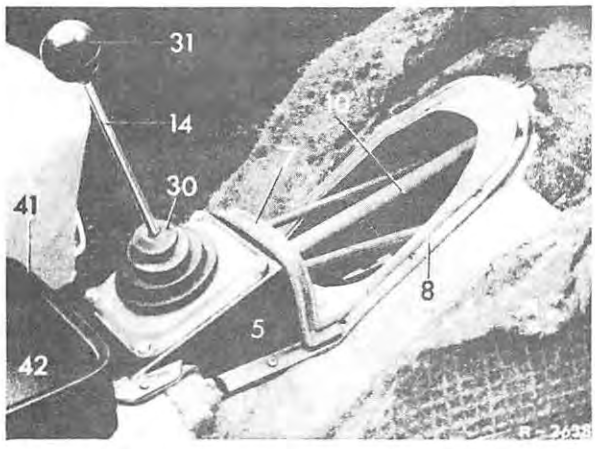

Figure 3
9. Mark cut-out in the tunnel according to the cut-out pattern and cut same out (figure 3).
11. Apply grease, Part No. 000 989 49 51, or vaseline (no oil) to both ball races (22), inside and outside. Then fit a ball race into the shift lever support (21). Insert shift lever (14) into shift lever support, push on second ball race (22) place lock washer on same (23) and secure by means of